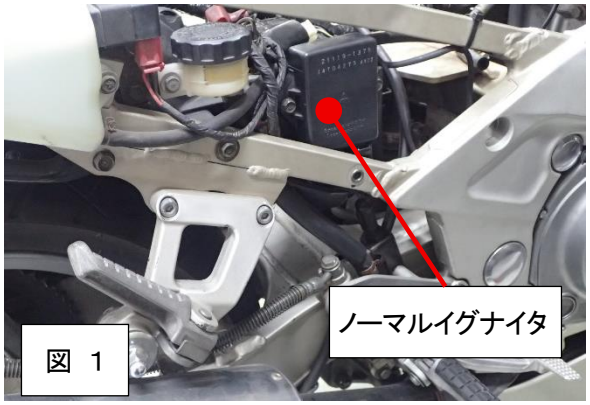

図 1
①シート、右サイドカバーを外し、ノーマルイグナイタユニットを取外して下さい(図1)。